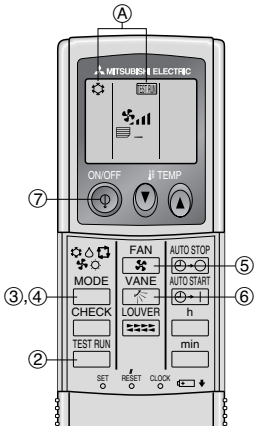

Fig. 7-2
7.2.2. Al usar el controlador remoto inalámbrico (Fig. 7-2)
① Encienda la unidad al menos 12 horas antes de la prueba de funcionamiento.
② Pulse el botón [TEST RUN] dos veces seguidas.